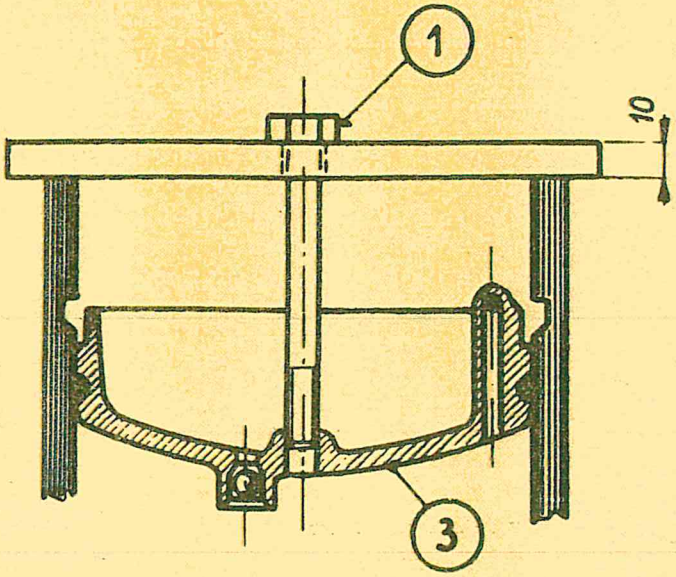

Fig. 13
Fixing screw (1) is unscrewed and pole cover (32) is removed. Cover of expansion chamber (3) is pushed down into insulating cylinder and 3 segments (2) are taken out. Cover of expansion chamber (3) is removed from insulating cylinder. In the case of difficult removal, the auxiliary desk (about 10 mm thick), in the center of which there is a hole, can be used. The desk is placed on the upper part of insulating cylinder, dismounted screw (1) is inserted in the hole and screwed into the cover of the chamber (3) and by further rotation of the screw the cover of the chamber can be taken out – see Fig. 13.